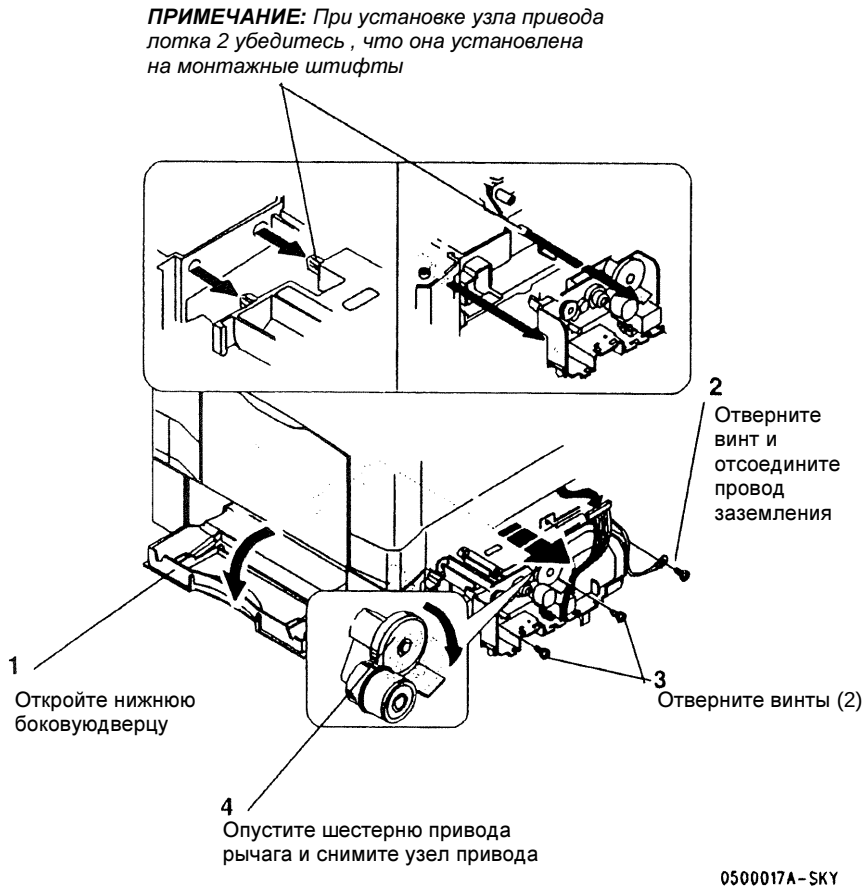

Рисунок 2 Снятие узла привода
2. (Рисунок 2): Снимите узел привода лотка 2